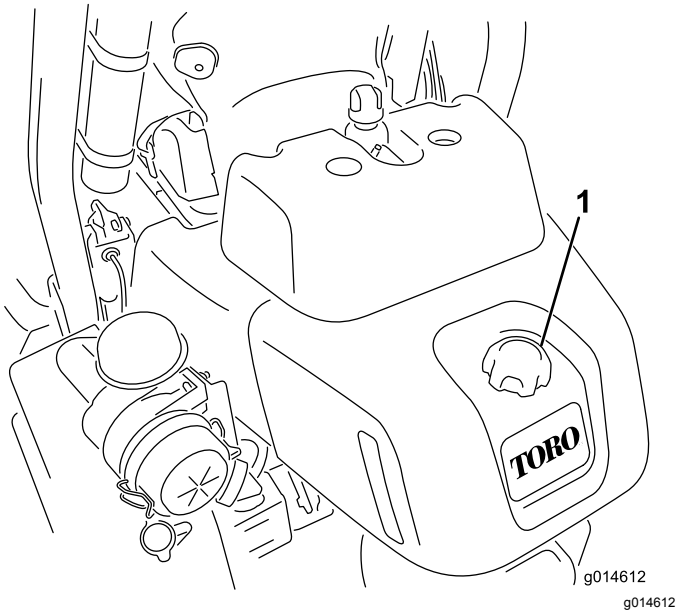

**Figur 29**
1. Rengjør rundt drivstofflokket (Figur 29).